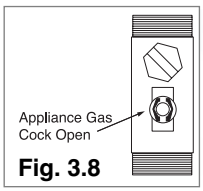

Fig. 3.8
4. Turn on the gas cock (Fig. 3.8) and check the seals on the connections, including the one for the burner, making sure that the meter does not signal the passage of gas. Check the connections with a soap solution and eliminate any leaks.